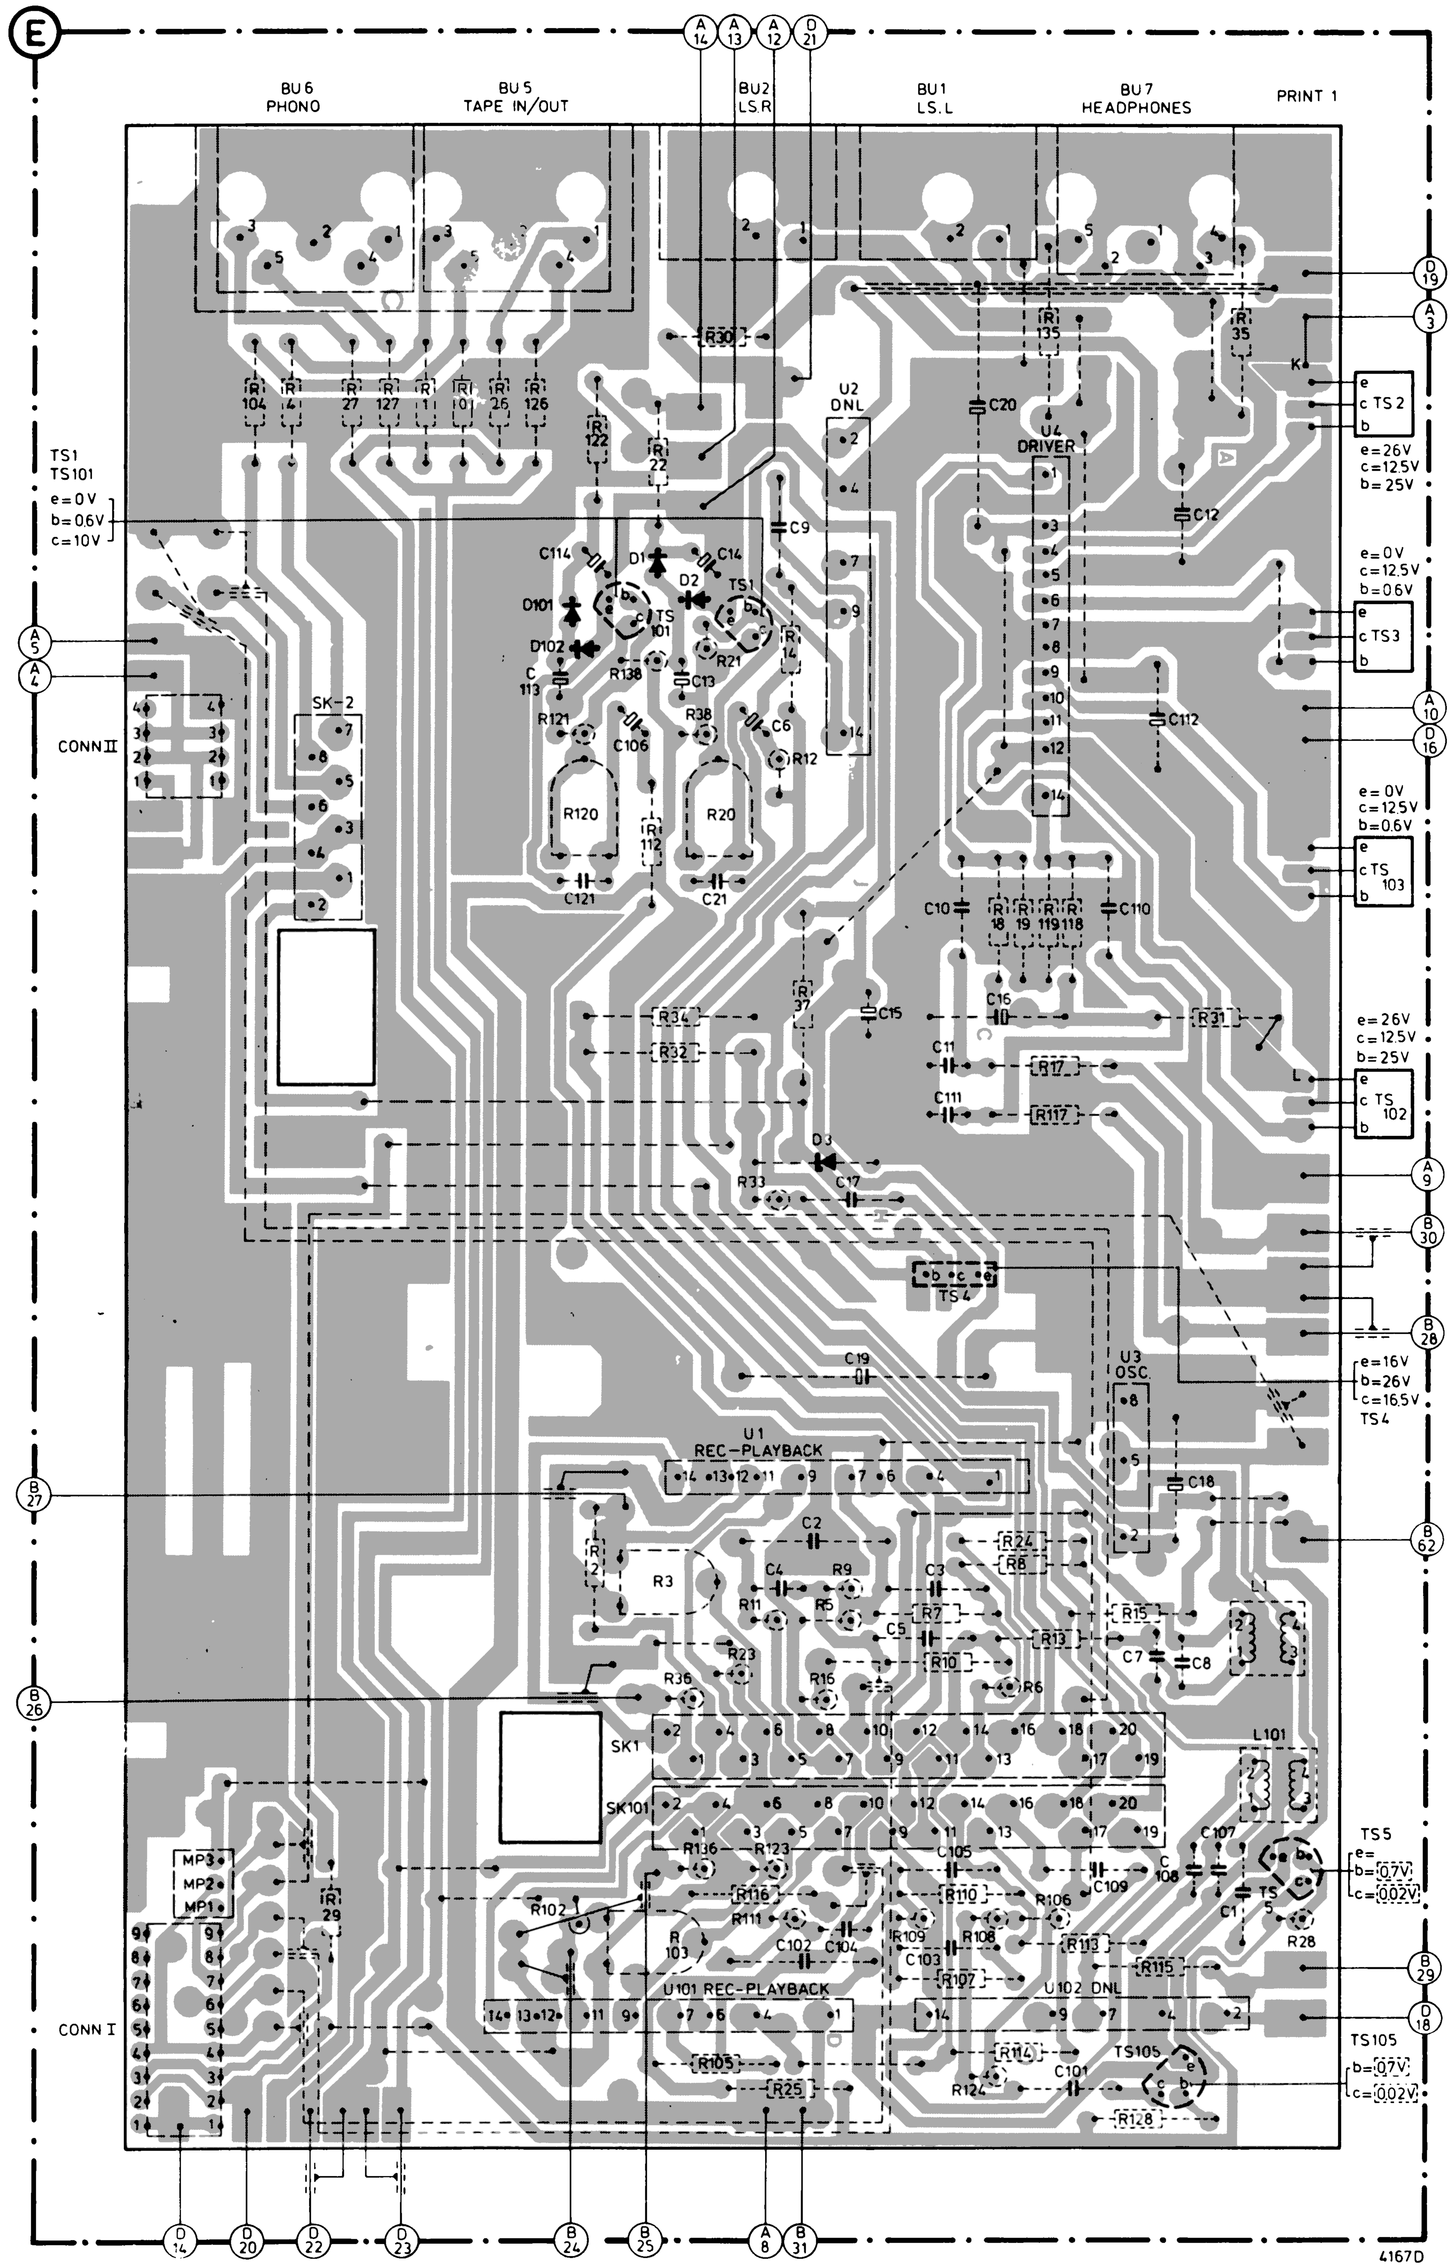

Fig. 27B
I. EINSTELLUNG DES AUFNAHMEINDIKATORS, LINKS (RECHTS), Abb. 27B
IV. EINSTELLUNG DER WIEDERGABEEMPFINDLICHKEIT LINKS (RECHTS), Abb. 27B